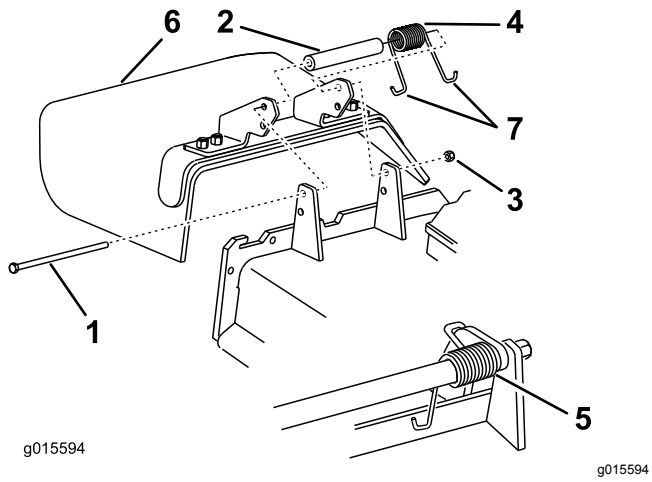

Rysunek 88
1. Odkręć przeciwnakrętkę, śrubę, sprężynę i element dystansowy mocujące deflektor do wsporników osi obrotu (Rysunek 88).
Informacja: Przed przykręceniem śruby w sposób pokazany na Rysunek 88 upewnij się, że koniec sprężyny w kształcie litery**J** jest zaczepiony za krawędź obudowy jednostki tnącej.
6. Umieść jeden z końców sprężyny z zaczepem w kształcie litery **J** wokół deflektora trawy (Rysunek 88).